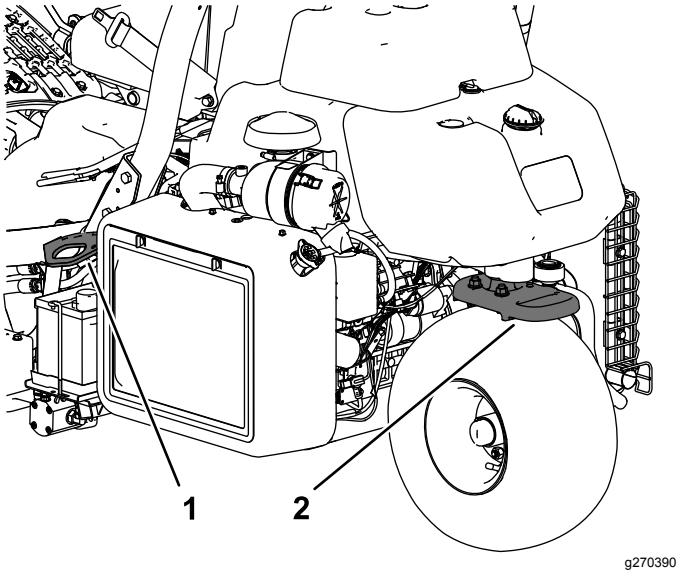

**Figur 28**
- Bind fast maskinen så att den sitter säkert med spännband, kedjor, vajrar eller rep. Både de främre och bakre spännremmarna ska vara riktade nedåt och ut från maskinen. (Figur 28).